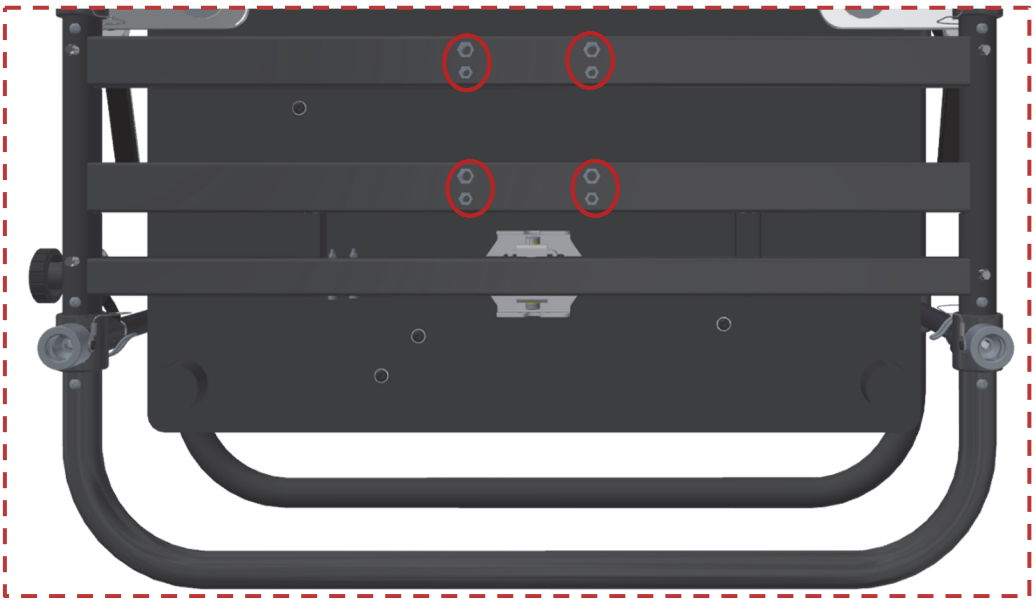

Figure 22 Inspection of mounting threads at bottom side
- Before and after each installation, the **M6 and M8 mounting holes** (see red marking in Figure 22) must be carefully inspected, as they may get damaged during the installation of the hanging accessory.